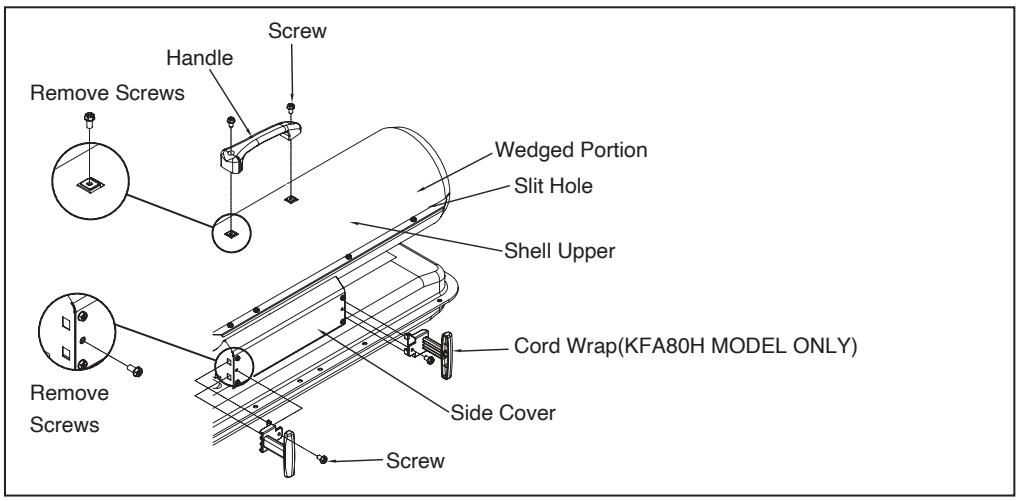

Figure 5. Assembling Handle & Cord Wrap
5. Insert cord wrap into the rectangle holes on the supporter and align the hole on the cord wrap with the mounting hole on the side cover as shown in Figure 5.